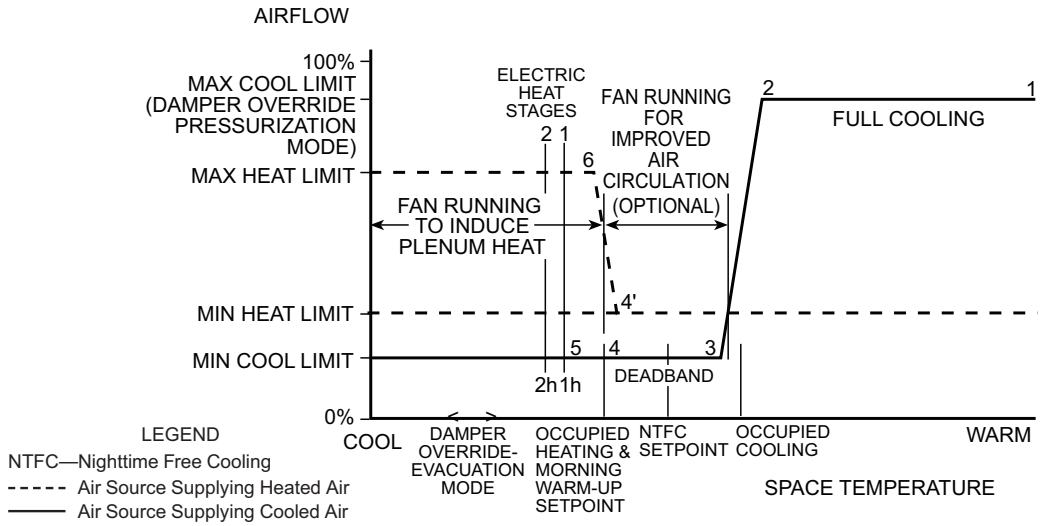

Figure 2 - Sequence of Operation for Intermittent Fan Powered Air Terminal With Staged Electric Heat
C. Heating: (when the primary air source is providing heated air, refer to numbers on flow diagram). See Fig. 2.